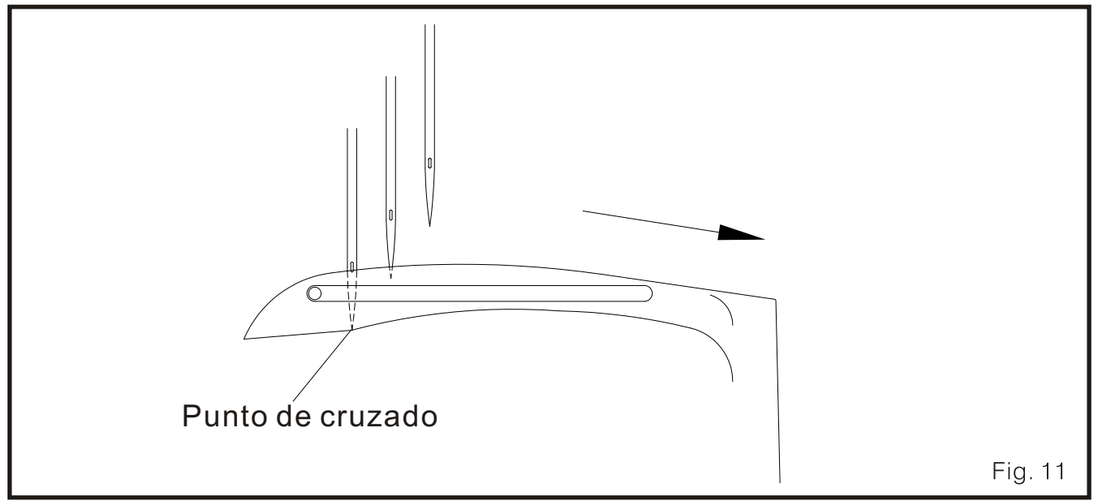

Fig. 11
(2) 3-agujas: La punta del la aguja izquierda esta en el borde inferior del bucleador. (Fig. 11)